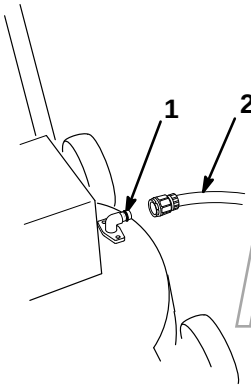

Abbildung 18
2. Eine Schnelltrennkupplung (separat erhältlich) am Ende des Gartenschlauchs befestigen. Die Kupplung am Rasenmäher-Spülanschluß befestigen und das Wasser stark aufdrehen (Abb. 18).